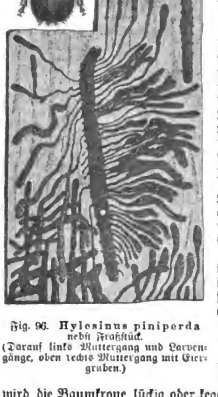

Fig. 96. Hylesinus piniperda nebst Fraßstück. (Darauf links Muttergang und Larvengänge, oben rechts Muttergang mit Eiergruben.)
1. H. piniperda (Hylurgus p.), Kiefernmarkkäfer, Waldgärtner (Fig. 96). Brust und Flügeldecken gleichfarbig pechbraun. Schwärmt im April, auch schon im März an frisch gefällte, liegende oder an stehende kränkelnde Kiefern. Das Weibchen bohrt sich am borkigen Teile des Stammes vom Grunde einer Rindenritze schräg ein; die Begattung erfolgt am Bohrlocheingange.